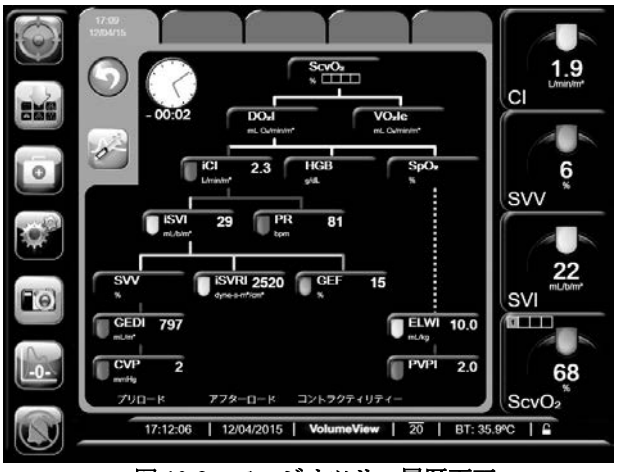

図 10-8　フィジオツリー履歴画面
① パラメータの上の縦線は、そのパラメータのターゲットステータスインジケータ（ランタン）と同じ色です。
② パラメータの下の縦線はパラメータのランタンと同じ色です。但し、SVV、GEDI、および ELWI の下の線は例外です (その上のパラメータと同じ色)。
③ 横線はその上の線と同じ色です。
④ 左上のアイコンは TPTD を行った後に表示されます。履歴データを表示するにはクロック／波形アイコンにタッチします（図 10-8 を参照)。
⑤ 熱希釈測定アイコンにタッチすると熱希釈測定画面が表示されます。